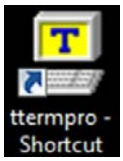

Figure 33. Tera Term Desktop Icon
(1) Access the Setup Menu via the Setup icon button at the top of the main menu.
(2) A password prompt will appear before entering the Setup page. If a password was not previously established, or if the administrator forgets the password, he/she should use the test “L3DSADMIN”.
(3) Close the EFB GUI by selecting the “Exit to Windows” button. The Windows 7 desktop will appear on the DU.
(4) Double-click Tera Term icon (Figure 33) located on the desktop.